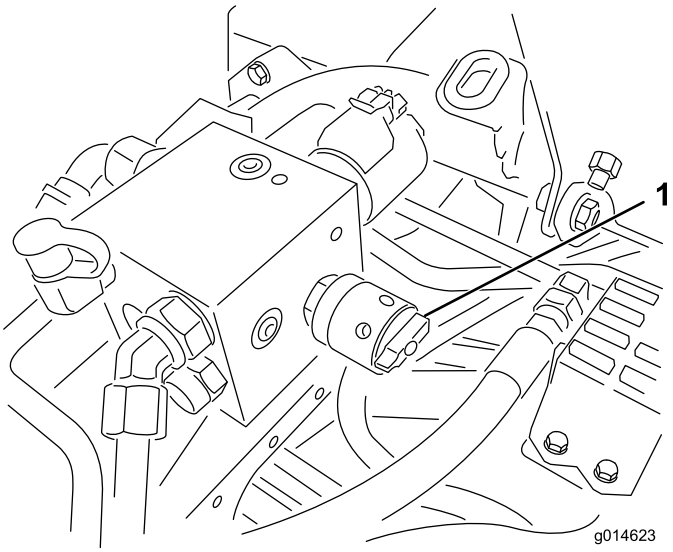

**Figur 53**
6. Drei spolehastighetskontrollen til innstilling 1 (Figur 53).